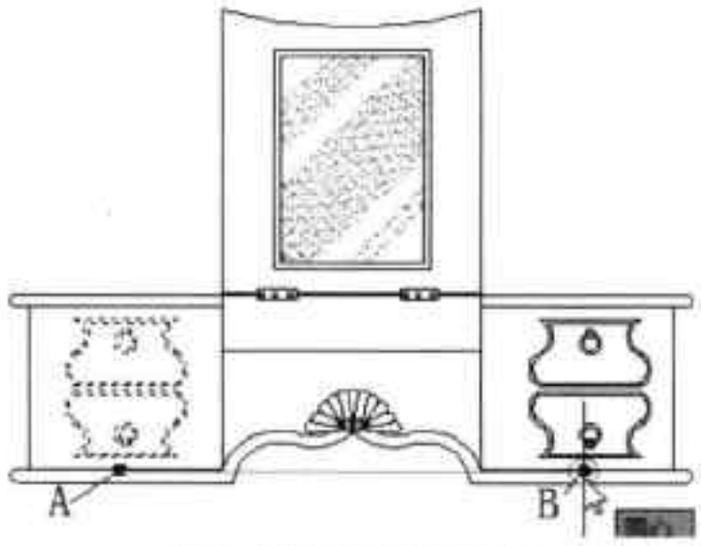

图6-16 指定新基点
Step 03 选择完成后按空格键，随后指定图形的新位置，如指定图 6-16 所示的点 B，最终结果如图 6-17 所示。